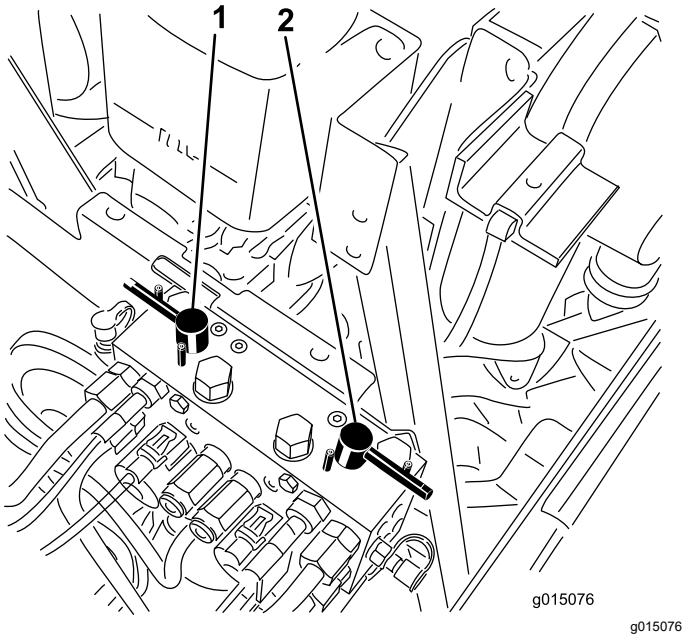

Рисунок 120
4. Выберите передний, задний или оба рычага обратного вращения, чтобы определить, заточку каких режущих блоков необходимо произвести (Рисунок 120).